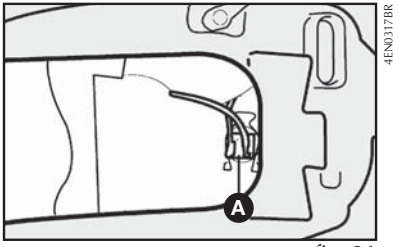

fig. 21
2) soltar o conector **A-fig. 21** de alimentação da lâmpada;